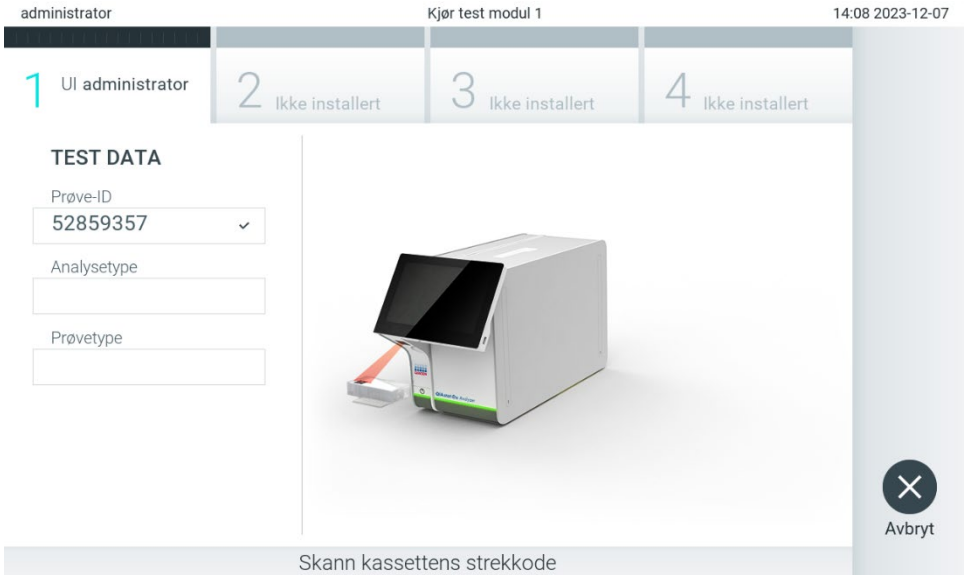

Figur 24. Skanne strekkoden på analysekassetten til QIAstat-Dx.
3. Når du blir bedt om det, skanner du strekkoden på analysekassetten til QIAstat-Dx som skal brukes. QIAstat-Dx Analyzer 2.0 gjenkjenner automatisk den analysen som skal kjøres, basert på strekkoden på analysekassetten til QIAstat-Dx (figur 24).
Merk: Bruk strekkoden på siden av kassetten (som vist på Figur 24) og ikke strekkoden på kassettenes innpakning.